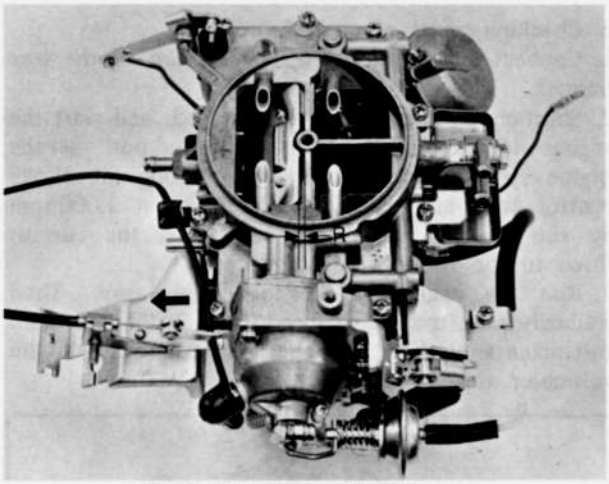

Fig. 4–11 Adjusting bimetal spring
2. Push the diaphragm plunger in fully and keep its position by wire as shown in Fig. 4–11.
3. Check the choke valve clearance (R) as shown in Fig. 4–11.
4. If the clearance (R) is not within specifications, first loosen Ⓐ then turn Ⓑ to adjust the clearance (R).